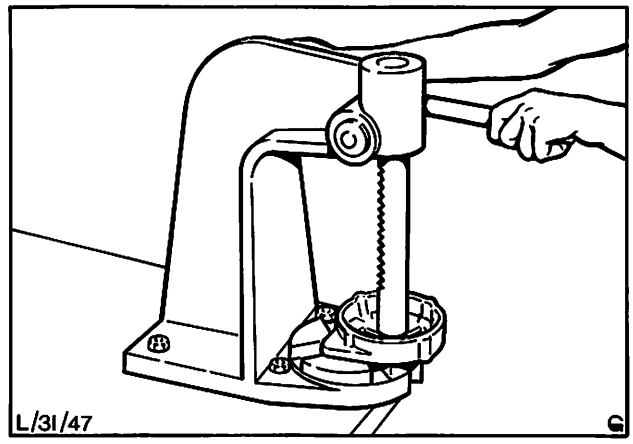

Abb. 85 Antriebslager einpressen
18. Antriebslager komplett einbauen. Antriebslagerschild unter die Presse legen, Abb. 85, und Lager durch pressen des Außenrings einpassen. Mit Lagerplatte und Schrauben sichern.